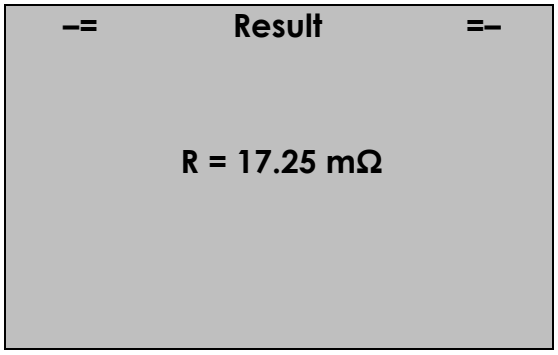

Рисунок 3.23
3.8.4 По завершении процесса измерения на дисплее в появившемся окне «Result» отобразится измеренное значение сопротивления (Рисунок 3.23).